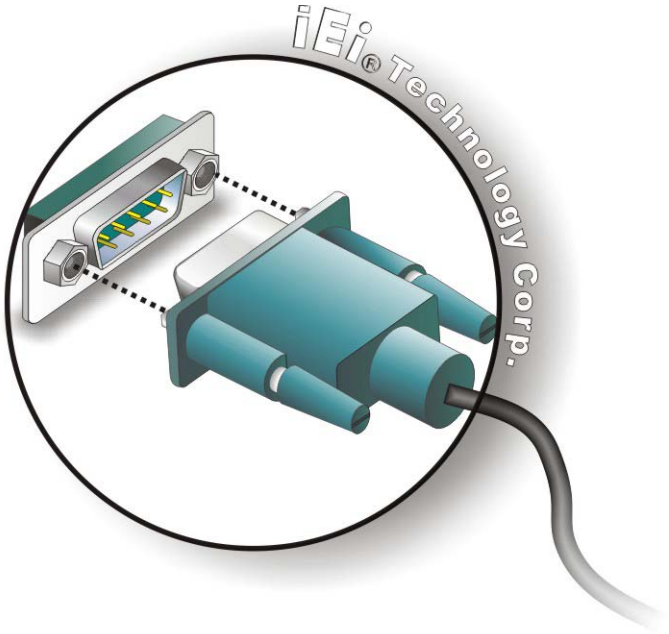

Figure 3-19: Serial Device Connector
Step 2: **Insert the serial connector**. Insert the DB-9 connector of a serial device into the DB-9 connector on the external peripheral interface. See **Figure 3-19**.